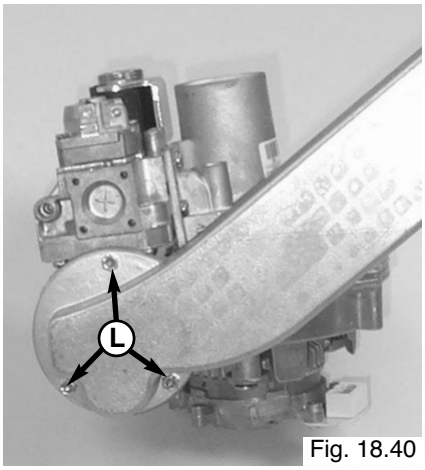

Fig. 18.40
3. Unscrew the three screws "**L**" on the air/gas pipe and remove (Fig. 18.40);